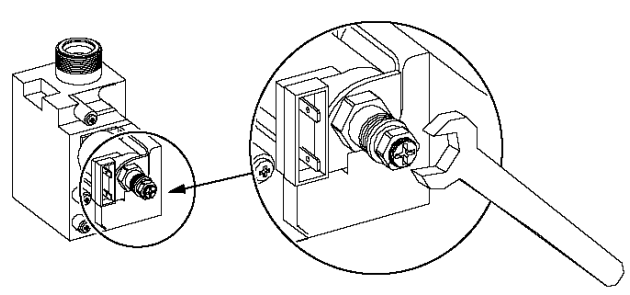

Fig. 36
7.3.1 SETTING THE MAXIMUM BURNER PRESSURE (see fig. 36)